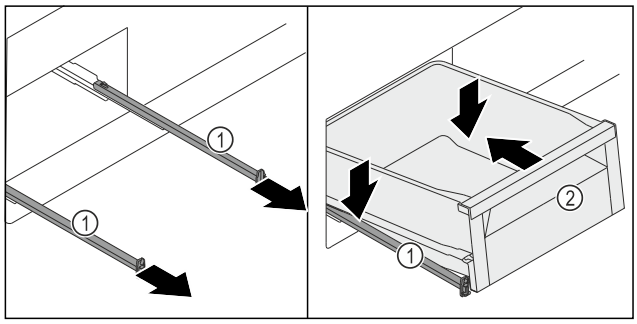

Fig. 138
- ▶ Pull out the rails *Fig. 138 (1)*.
- ▶ Hold the rails *Fig. 138 (1)* firmly and place the drawer *Fig. 138 (2)* diagonally from above onto the rails *Fig. 138 (1)*.
- ▶ Push the drawer *Fig. 138 (2)* on the rails *Fig. 138 (1)* to the back as far as it will go.